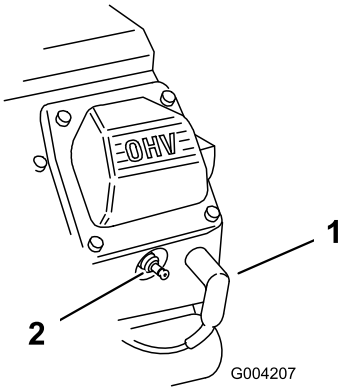

Figuur 38
3. Maak de kabels los van de bougies (Figuur 38).
3. Druk de bougiekabels op de bougies (Figuur 38).